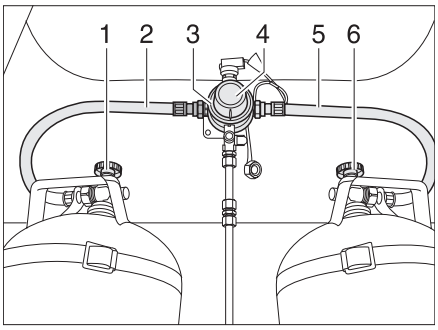
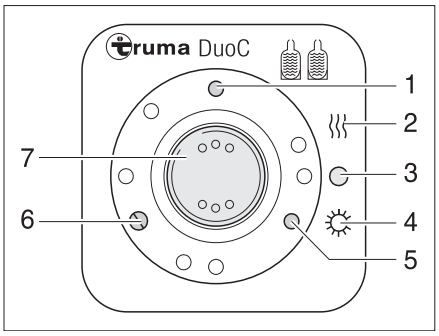

Fig. 80 DuoControl switching facility
Fig. 81 Operating unit
The DuoControl switching facility consists of a switching valve (Fig. 80,3) and the operating unit (Fig. 81). The switching valve is mounted between the gas tubes (Fig. 80,2 and 5). The knob (Fig. 80,4) on the switching valve is used to select which of the gas bottles is to be used as a primary bottle and which is to be used as a reserve bottle.
Only the electrical functions can be switched at the operating unit (Fig. 81). The regulator taps on the gas bottles (Fig. 80,1 and 6) must be opened manually.
The switching valve provides a constant gas pressure, regardless of which gas bottle is being drawn upon. The two indicator lamps on the operating unit show the filling level of the primary bottle. The primary bottle is full when the green indicator lamp (Fig. 81,6) lights up. The primary bottle is empty when the red indicator lamp (Fig. 81,5) lights up. The gas is then supplied via the reserve bottle.
- Open the regulator taps on the gas bottles (Fig. 80,1 and 6).
- Use the knob (Fig. 80,4) on the switching valve (Fig. 80,3) to select the gas bottle which is to be the primary source of gas (primary bottle).
- Switch on the DuoControl switching facility at the operating unit (Fig. 81).
To do so, set the rocker switch (Fig. 81,7) to winter operation "On and heating" (Fig. 81,2) or to summer operation "On" (Fig. 81,4). The switching valve is now vented. The yellow indicator lamp (Fig. 81,1) lights up when winter operation has been selected and the regulator defroster is switched on.
- Set the rocker switch (Fig. 81,7) to "O" (Fig. 81,3). The yellow indicator lamp (Fig. 81,1) goes out.
- Close the regulator taps on the gas bottles (Fig. 80,1 and 6).
The indicator lamps on the operating unit (Fig. 81,5 and 6) indicate in the vehicle interior whether the primary bottle is ready for operation.
If the green indicator lamp (Fig. 81,6) goes out during operation and the red indicator lamp (Fig. 81,5) lights up, the gas bottle selected as the primary bottle is empty and has to be changed. The reserve bottle continues supplying the gas appliances with gas.